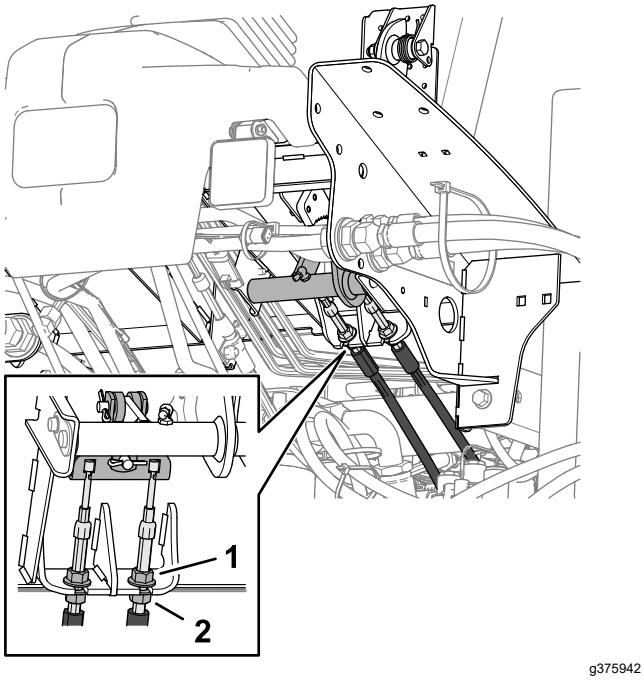

Figur 144
5. For at reducere bremsepedalens frie vandring skal du løsne de forreste kontramøtrikker på gevindenden af hvert bremsekabel (Figur 144).